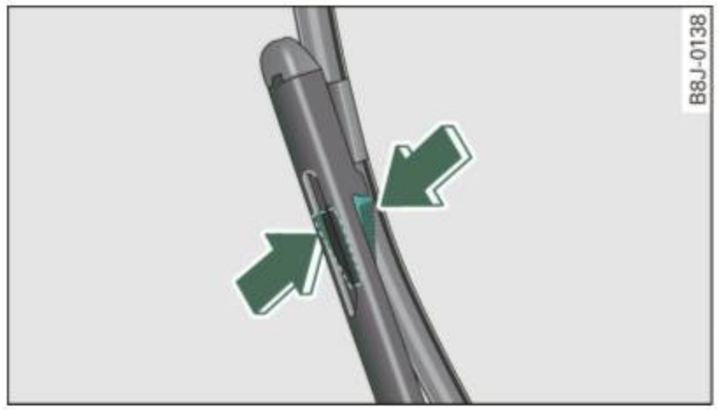

Fig. 63 Unlatching wiper blades
– On the upper end of the wiper arm at the corrugation, squeeze the plastic retainer together on both sides in the direction of the arrow ⇒ fig. 63.